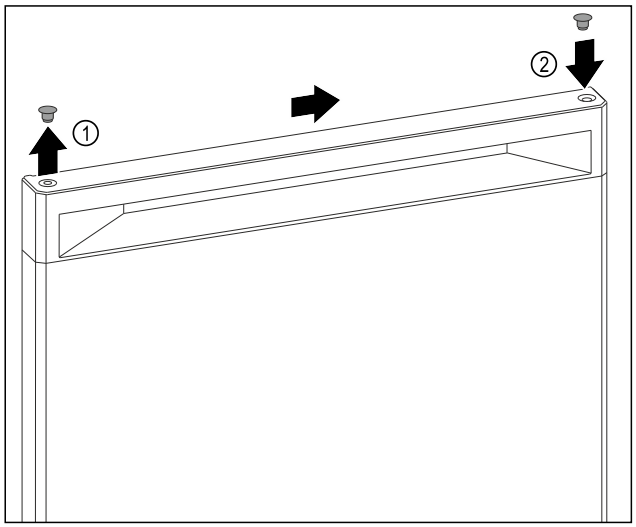

Fig. 7
▶ Nosta oven yläosan peitetulpat *Fig. 7 (1)* varovaisesti uraruuvimeisselillä.
▶ Aseta peitetulpat vastapäiselle puolelle. *Fig. 7 (2)*